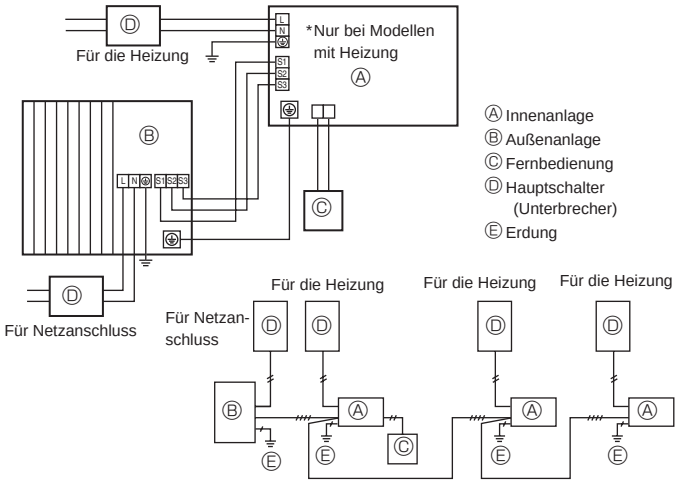
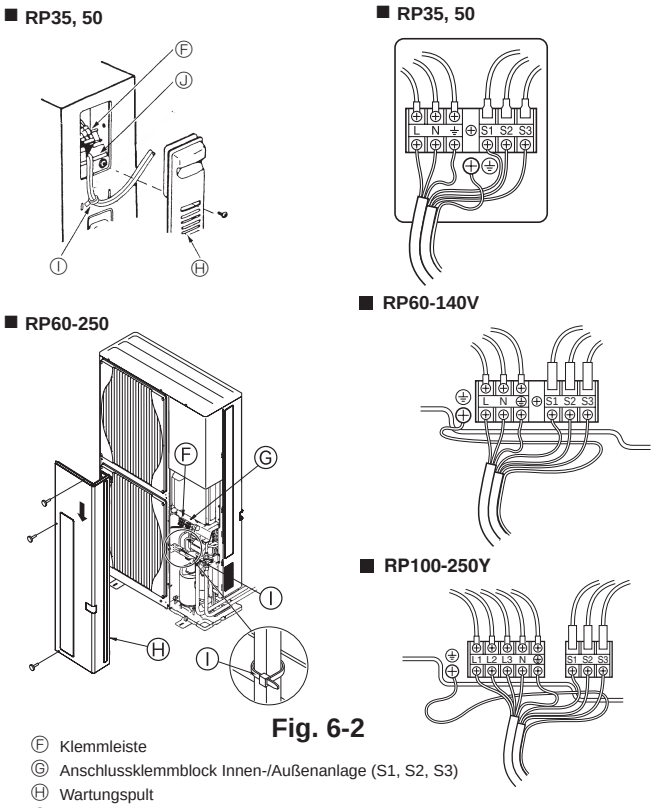

**Fig. 6-1**
**Fig. 6-2**
## 6.1. Außenanlage (Fig. 6-1, Fig. 6-2)
① Die Bedienungsplatte abnehmen.
② Die Kabel gemäß der Fig. 6-1 und der Fig. 6-2 verdrahten.